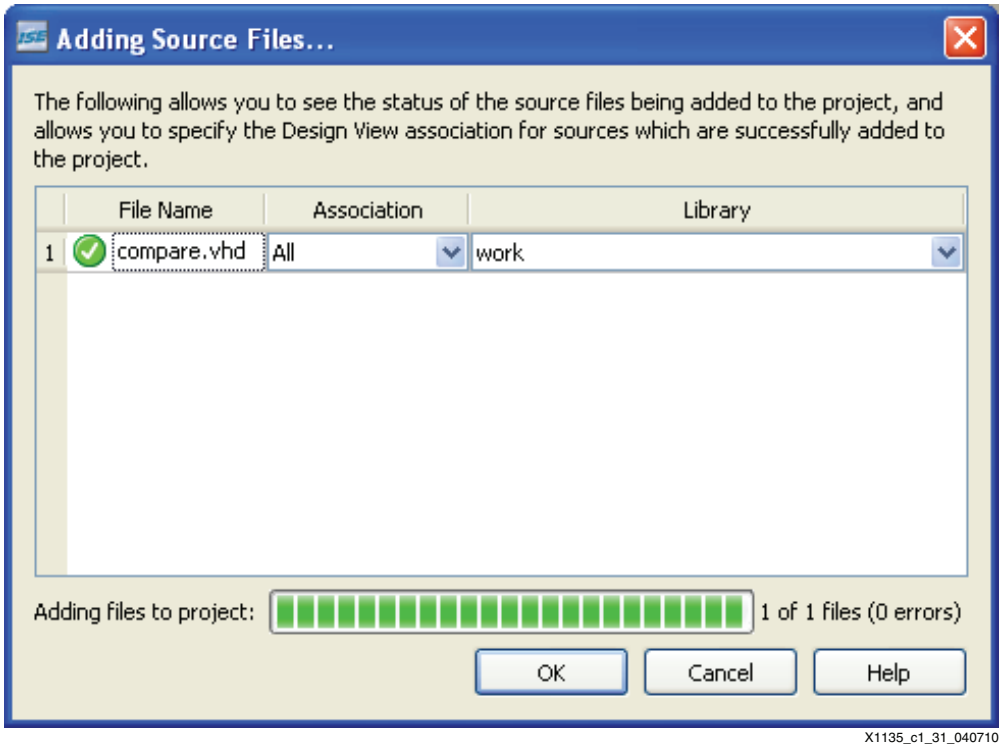

Figure 2-25: **Adding Source Files**
8. Click **OK** (see Figure 2-25).